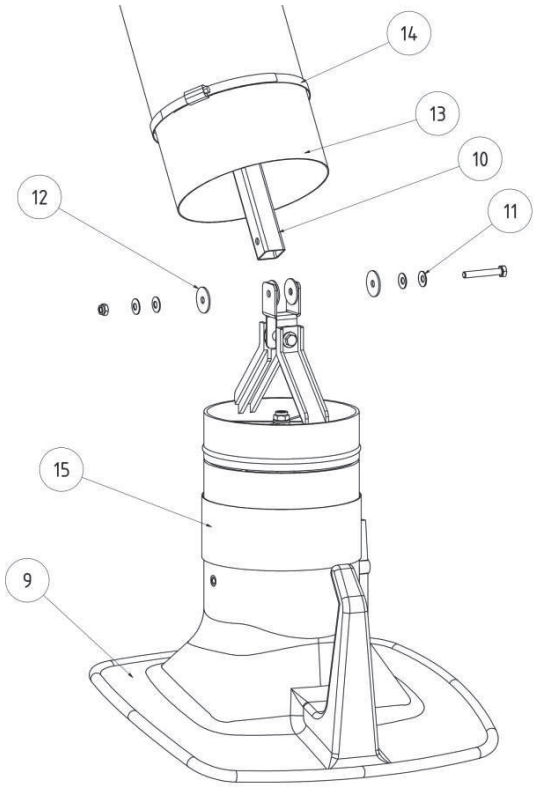

Bild 5-11
- Montieren Sie die Absaughaube (9) an das freie Ende des Absaugarmes (10). Positionieren Sie hierbei die Tellerfedern (11) und Bremsscheiben (12) wie aus Bild 5-11 ersichtlich.
- Ziehen Sie das Schlauchende (13) über den Stutzen und befestigen Sie die Schlauchschelle (14).
- Decken Sie die Schlauchschelle, Schlauchende und den Spalt zwischen Stutzen und drehbarer Absaughaube mit dem breiten Gummiring (15) ab.